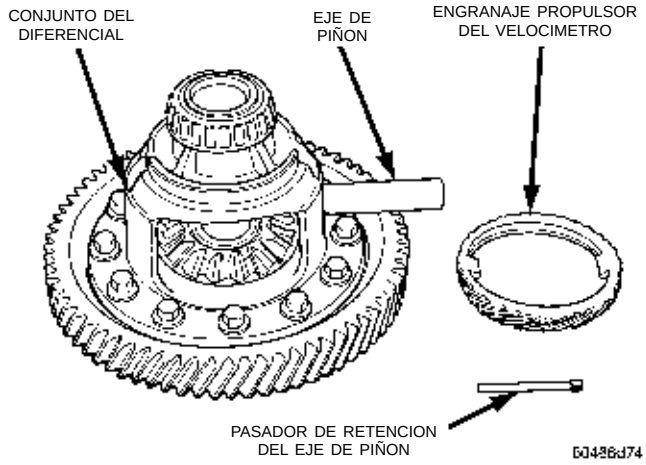

Fig. 110 Desmontaje del eje de piñón
(2) Retire el eje de piñón (Fig. 110).